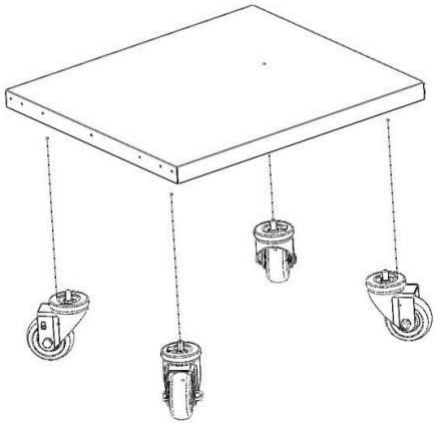

Figure 1
1. Place casters(⑥) on the bottom of the bottom panel(②), screw them with the rack's bottom nuts(tips:first lock the caster then to screw them on rack bottom nut will be easier). Tighten them by 14mm spanner. See Figure 1.
L'écrou inférieur du rack sera plus facile à serrer . Serrez-les en Clé de 14 mm . Voir figure 1 .